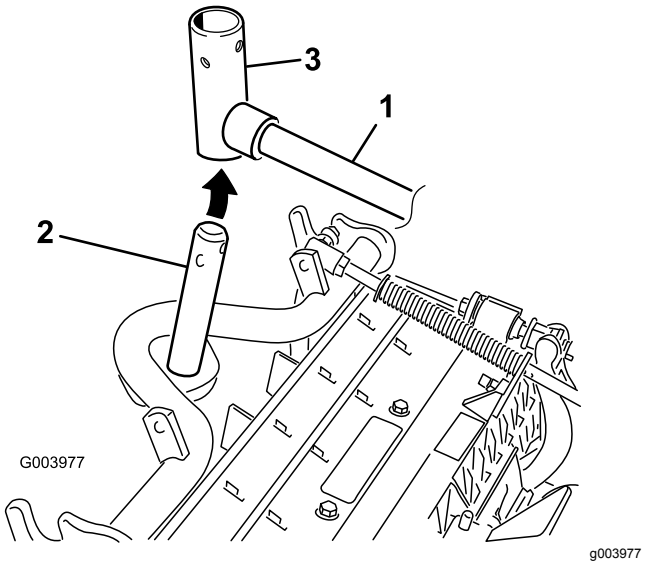

Figura 11
8. Nas unidades de corte dianteiras, faça deslizar uma unidade de corte sob o braço de elevação enquanto insere o veio da estrutura de suporte para cima para dentro da forquilha da articulação do braço de elevação (Figura 11).
B. Insira a forquilha do braço de elevação no veio da estrutura de suporte (Figura 11).